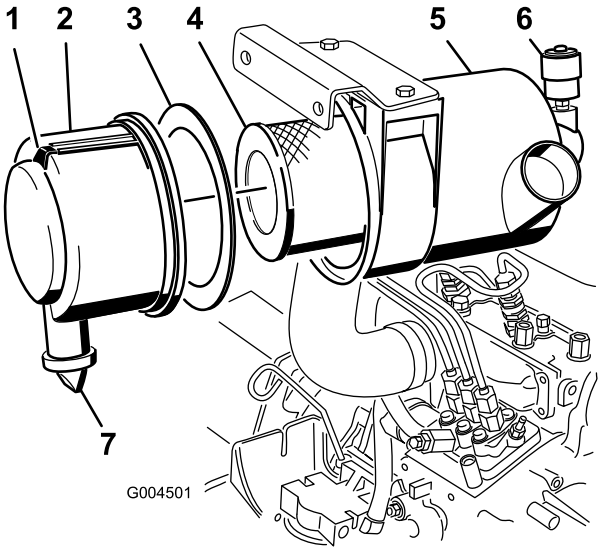

Figur 39
2. Overhal filtrene i luftrenseren når luftrenserindikatoren (Figur 39) viser rødt, eller hver 400. time (oftere under ekstremt støvete eller skitne forhold). Ikke overhal luftfilteret for ofte.
1. Trekk låsen utover, og drei luftrenserdekslet mot urviseren (Figur 39).
2. Fjern dekslet fra luftrenserens kropp (Figur 39).
4. Ta ut og skift det primære filteret (Figur 39).
6. Påse at skumpakningen er på plass i dekselet og at den ikke har rifter eller andre skader (Figur 39).
A. Fjern gummiuttaksventilen fra dekslet (Figur 39).
10. Tilbakestill indikatoren (Figur 39) hvis den viser rødt.